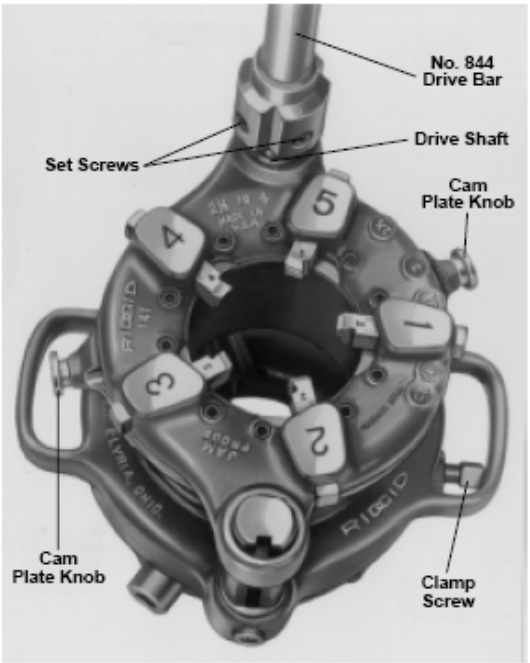

图 15 — 141 齿轮套丝器
2. 见图15，压下凸轮板的按钮，调整到合适的尺寸，释放按钮。
1. 把套丝器放在地面或者工作台上，安装844型驱动轴（见图15）。